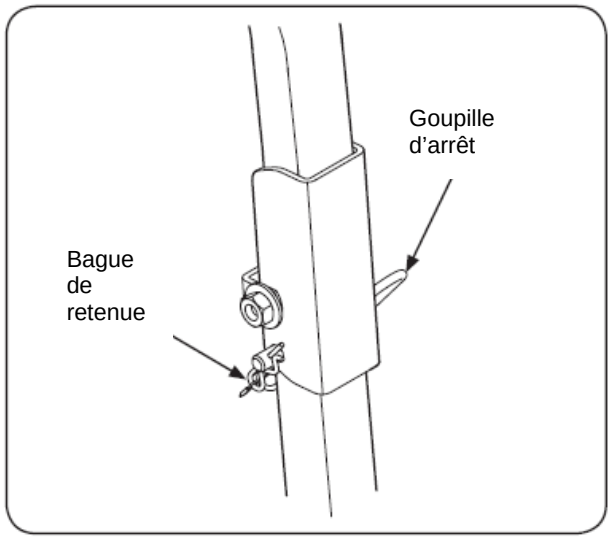

Figure 3-5
8. Déplacez la section supérieure du système antirenversement vers la position verticale; puis, insérez les goupilles d'arrêt avec leurs bagues de retenue. Consultez la Fig. 3-5.